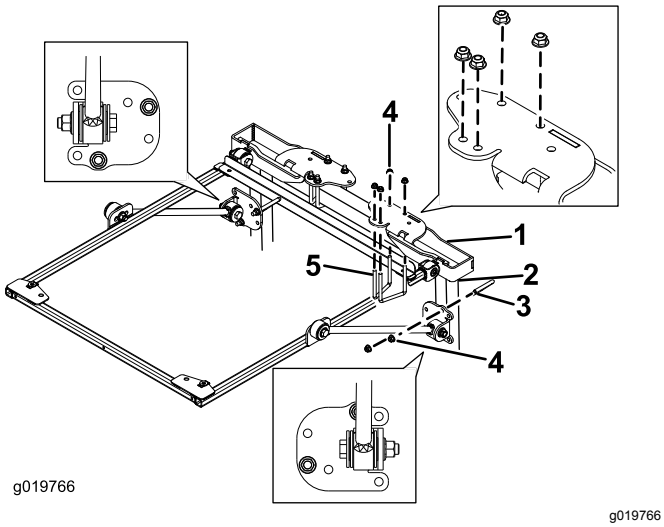

Рисунок 28
5. Установите монтажные кронштейны ROPS на верхнюю часть защитной дуги тягового блока (Рисунок 28). Убедитесь в том, что защитная дуга находится в центральном положении в монтажных кронштейнах ROPS.
6. Используя монтажные отверстия, показанные на Рисунок 28, прикрепите каждый монтажный кронштейн ROPS к верхней части защитной дуги с помощью 2 U-образных болтов (2¾ дюйма) и 4 фланцевых гаек.
7. Используя монтажные отверстия, показанные на Рисунок 28, прикрепите, не затягивая, каждый кронштейн подпорки к стойкам защитной дуги с помощью U-образного болта (4 дюйма) и 2 фланцевых гаек.